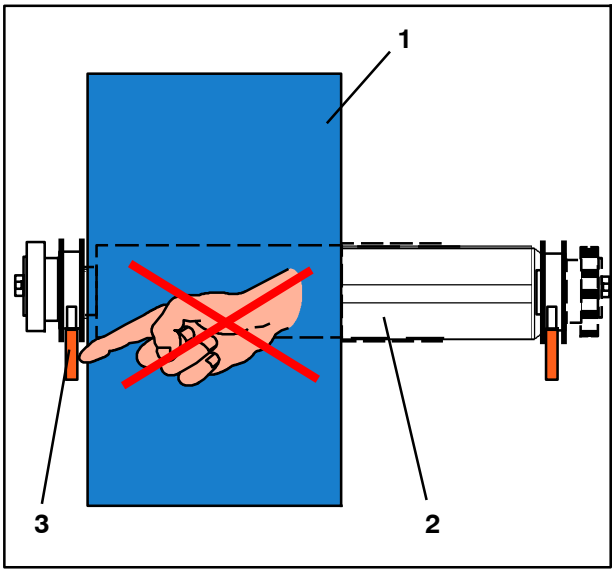

Fig. 2 Arbre à friction et bobine
- Bobine en rotation - risque de coincement des doigts entre la bobine (Fig. 2/1) et la baguette support (Fig. 2/3) ou les pièces du bâti de la machine lorsque la bobine dépasse de l'arbre à friction (Fig. 2/2).